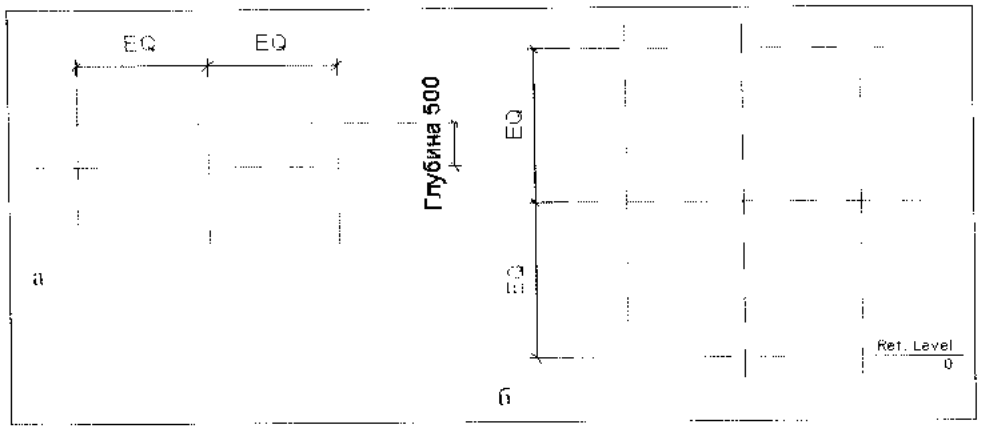

Рис. 16.12. *Добавление опорных плоскостей*
2. Открыть в Навигаторе семейств вид плана *Ref. Level* и добавить опорную плоскость, задающую глубину панели (рис. 16.12,а):
3. Открыть в Навигаторе семейств вид фасада *External* и добавить посредине горизонтальную опорную плоскость, которая будет соответствовать плоскости симметрии панели (рис. 16.12,б):